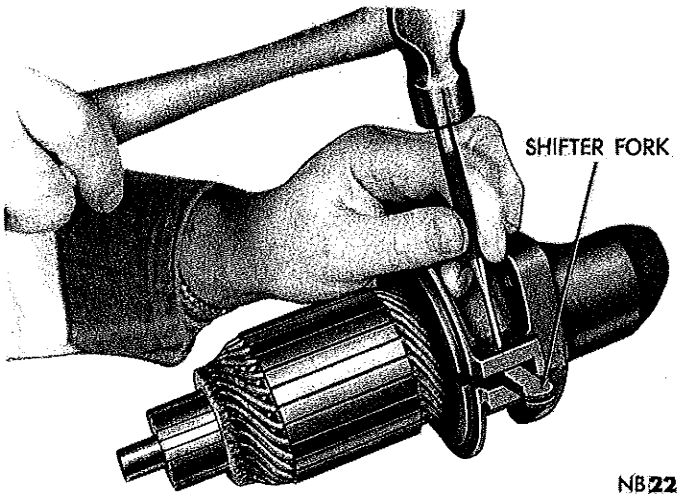
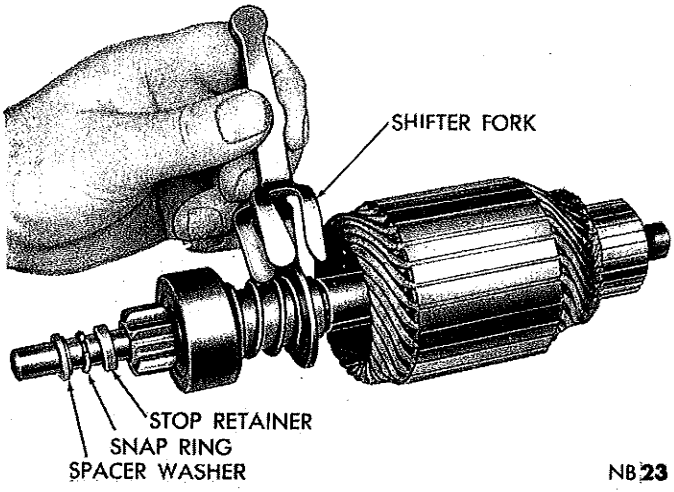
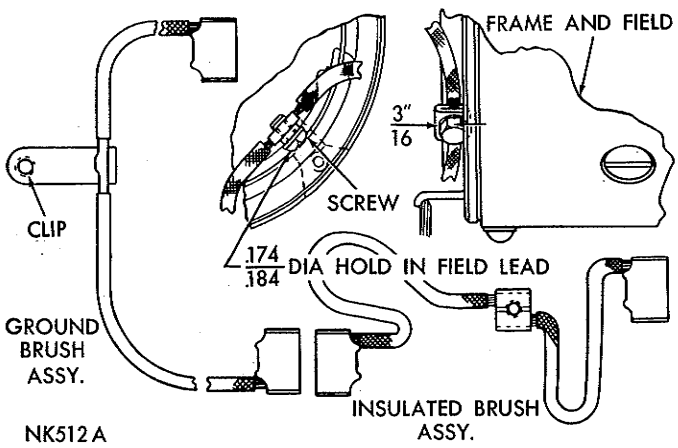

*Fig. 5—Removing the Shifter Fork Pivot Pin*
*Fig. 6—Removing the Shift Fork*
*Fig. 7—Brush Replacement*
(7) Drive out the overrunning clutch shift fork pivot pin (Fig. 5).
(8) Remove drive end pinion housing and spacer washer.
(9) Note position of the shifter fork on starter drive and remove shifter fork (Fig. 6).
(10) Slide overrunning clutch pinion gear toward commutator end of armature, drive stop retainer toward clutch pinion gear to expose snap ring and remove snap ring.
(11) Slide overrunning clutch drive from armature shaft.
(12) If it is necessary to replace field coils, remove the ground brushes terminal attaching screw and raise the brushes with terminal and shunt wire up and away from field frame (Fig. 7). Remove pole shoe screws with special pole shoe impact screwdriver, Tool C-3475.
(6) Remove field terminal plastic covering and remove old brushes. Use side cutters to break the weld by rolling the stranded wire off the terminal.
(7) Drill a .174 to .184 inch hole in the series coil terminal 3/16 of an inch from top of terminal to centerline of hole (Fig. 7). (Use a number 16 drill.)
(8) Attach insulated brush set to series field terminal with flat washer and number 8 self-tapping screw.
(9) Attach shunt field lead to new ground brush set by making a loop around the terminal and soldering lead to the terminal with resin core solder.
(10) Attach ground brush terminal to field frame with attaching screw. Fold surplus shunt field lead back along the brush lead and secure with rubber insulating tape.
(11) Measure brush spring tension with a spring scale hooked under spring near brush end. Pull scale on a line parallel to edge of brush and take a reading just as spring end leaves the brush. Spring tension should be 32 to 36 ounces. Replace springs that do not meet specifications.
(12) Brush springs can be removed by spreading the retainers and disengaging the springs from retainer legs.